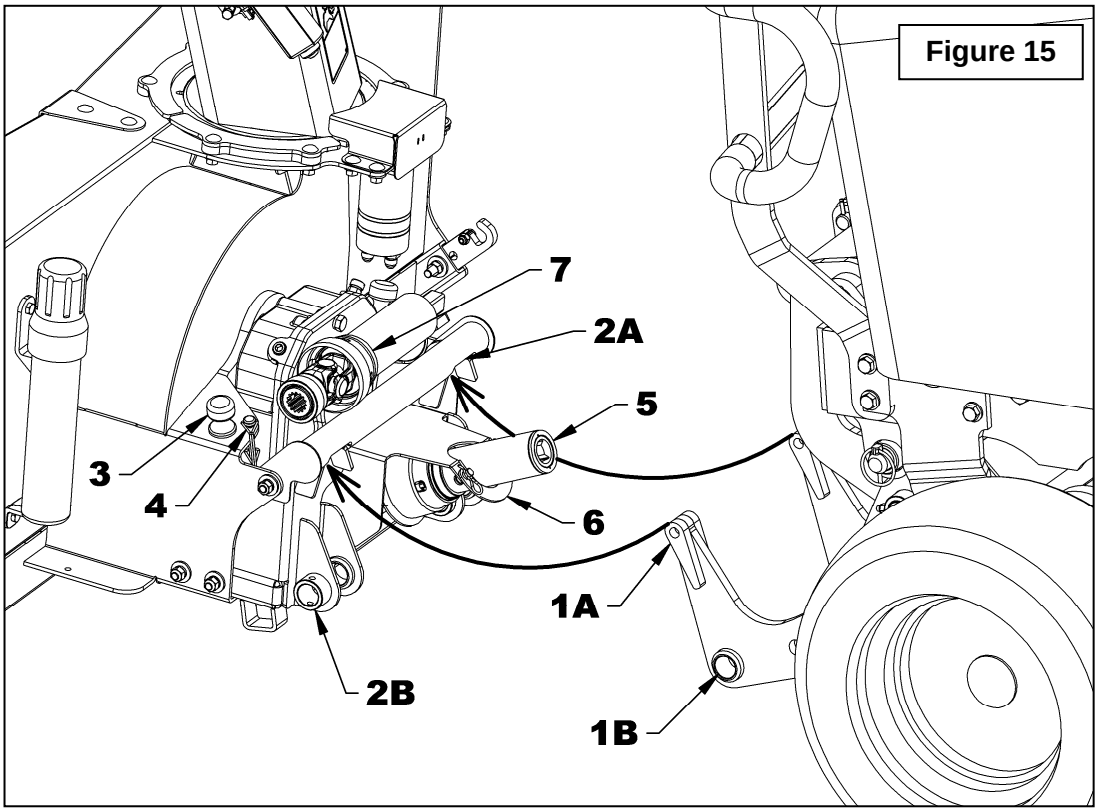

Figure 15
4. **Figures 15:** Make sure the drivelines and the hitches connection points (items 1A, 1B, 2A, 2B) are clean and not covered iwth snow or ice.
5. **Figure 15:** Make sure the 2 pins of the snowblower hitch (item 3) and the two round wire lock pins (item 4) are installed on the snowblower housing.
6. **Figure 15:** Make sure the snowblower driveline (item 5) is secure on the guard's "U" support (item 6).
7. **Figure 15:** Make sure the male driveline (item 7) is placed on top of the snowblower female hitch.
Figure 15 : Start the tractor, remove the parking brake and advance slowly making sure to align the snowblower female hitch with the male hitch of the tractor. Lower the tractor male hitch enough so the two upper hooks (item 1A) can be inserted in the openings of the female hitch (item 2A).
Figure 15: With the hydraulic control lever, raise the snowblower completely to correctly position the snowblower hitch with the tractor hitch. This will make it possible for the male hitch bushings (item 1B) to properly align with the female hitch bushings (item 2B).